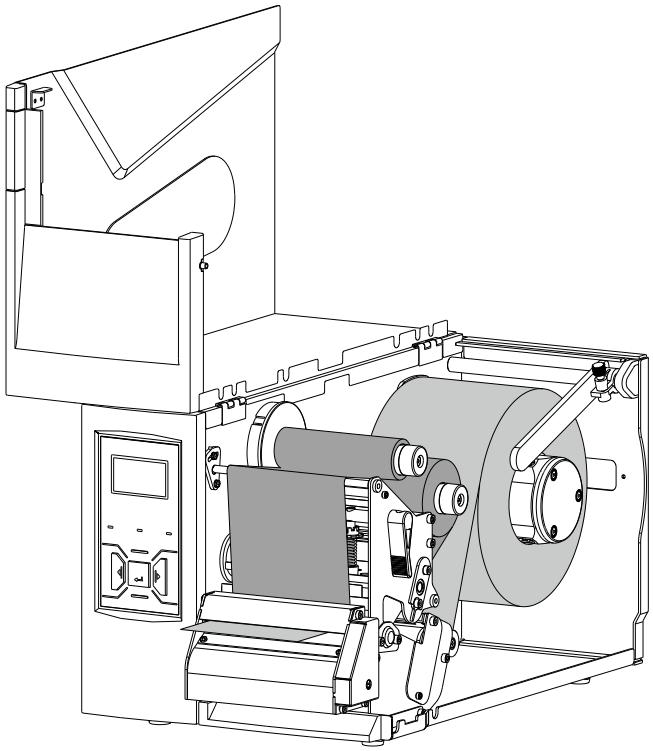

Figure 2-22 Lock the Printhead
4. Turn the Lever clockwise to lock the Printhead in place, as shown in Figure 2-22.